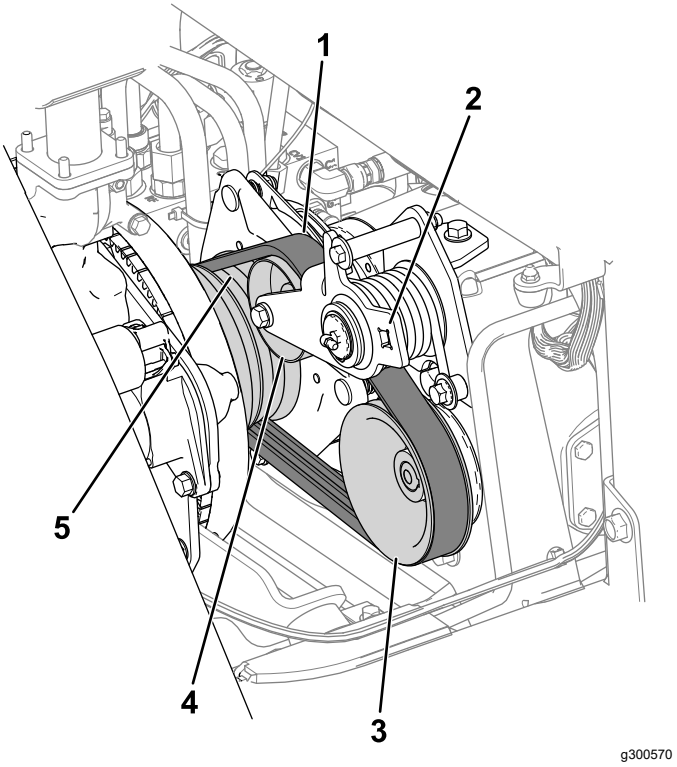

Figuur 76
3. Leid de riem op de motorpoelie, de spanpoelie en de poelie van de pomp (Figuur 76).